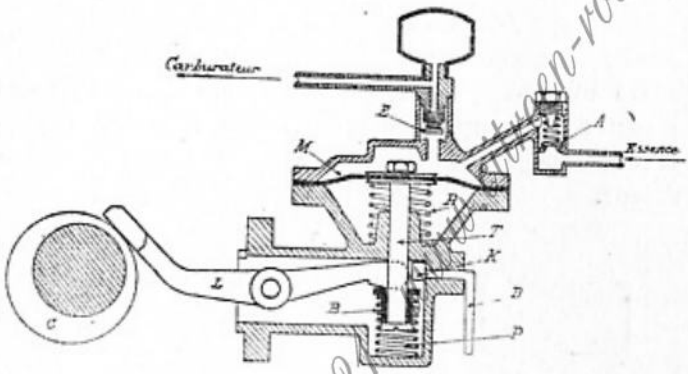

Fig. 23. — Pompe à membrane S E V.
On décrira la pompe S E V. Elle se compose d'un corps de pompe fermé dans le plan horizontal par une membrane souple (M) (fig. 23). Cette membrane est actionnée par l'intermédiaire d'une bague coulissante (B), par un levier de commande (L) attaqué par la came spéciale (C) prévue sur le moteur. L'essence arrive par un clapet d'aspiration (A) et ressort par un autre clapet (E) surmonté d'une cloche formant détendeur.